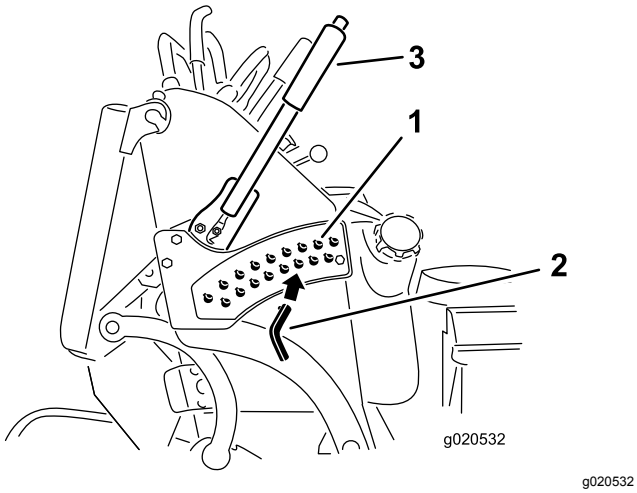

**Figur 28**
3. Vælg det hul i klippehøjdebeslaget, som svarer til den ønskede klippehøjde, og sæt pinden i (Figur 28).
4. Tryk på den øverste knap og sænk klippehøjdehåndtaget ned på pinden (Figur 28).